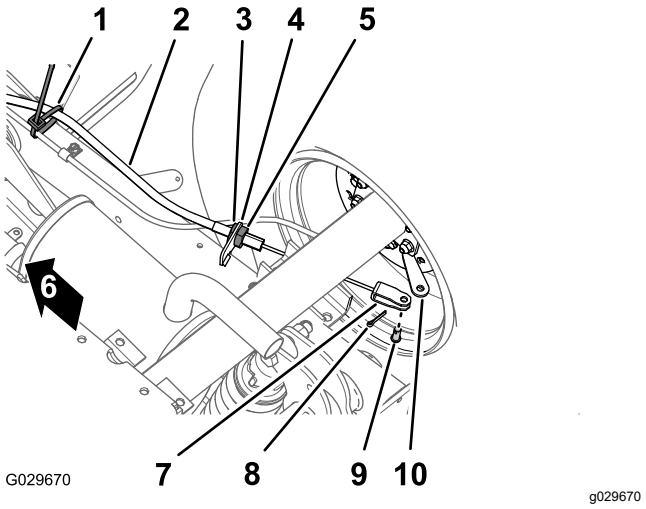

**Figur 43**
1. Fjern hårnålssplinten som fester støttestangen til braketten på bunnen av setet (Figur 43).
2. Marker en rotasjonsstripe på den fremre låsemutteren for parkeringsbremsekabelen (Figur 43).
3. Løsne den bakre låsemutteren og fjern kabelen fra bremsekabelbraketten (Figur 43).
4. Fjern hårnålssplinten og splittpinnen og som fester splitten for parkeringsbremsekabelen til bremseaktiveringspaken, og skille kabelen fra spaken (Figur 43).
1. Før den gjengede justeringen for parkeringsbremsekabelen til bremsekabelbraketten og splittpinnen til bremseaktiveringsspaken (Figur 43).
3. Innrett den gjengede justeringen for parkeringsbremsekabelen til bremsekabelbraketten og trekk til den bakre låsemutteren (Figur 43).